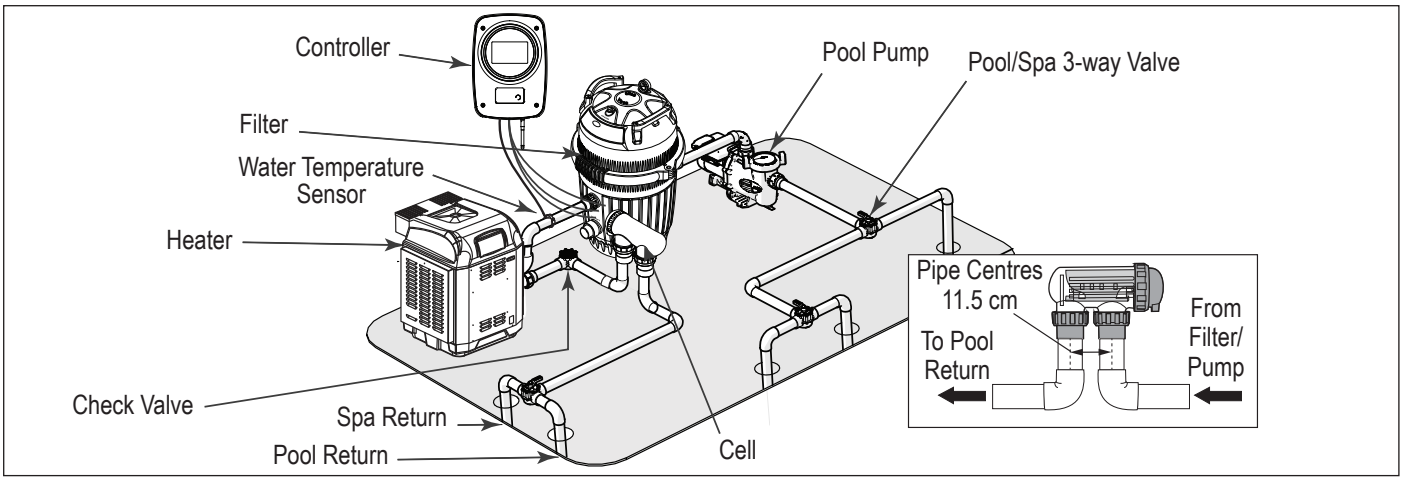

**Figure 3. Typical Installation Diagram**
The cell must be plumbed in a position that is accessible for maintenance and within 1.5 m of the controller. The cell should be the last piece of equipment in the circulation system. The cell must be installed horizontally, level and with correct flow orientation. See *Figure 3*.
2. Plumb the cell inlet and outlet on vertical lengths of PVC pipe. The cell inlet and outlet ports are 11.5 cm apart, see *Figure 3* inset. The inlet of the cell is on the side closest to the electrical lead, see *Figure 3*.
3. Put the lock nuts onto the inlet and outlet pipes in the correct orientation. See *Figure 3*.
- The cell must be the last piece of equipment on the return line, See *Figure 3*.
- Ensure that the sensor is installed after the filter pump and before any heating device (if there is one installed). See *Figure 3*.